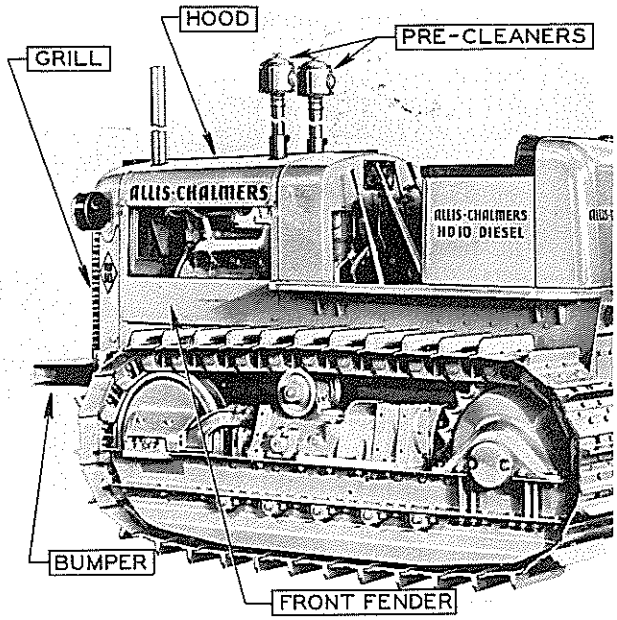

FIG. 1
2. Loosen clamp bolts and remove precleaners. Fig. 1.
3. Loosen bolts at each corner of hood and remove hood. Fig. 1.
4. Remove right and left front fenders. Fig. 1.